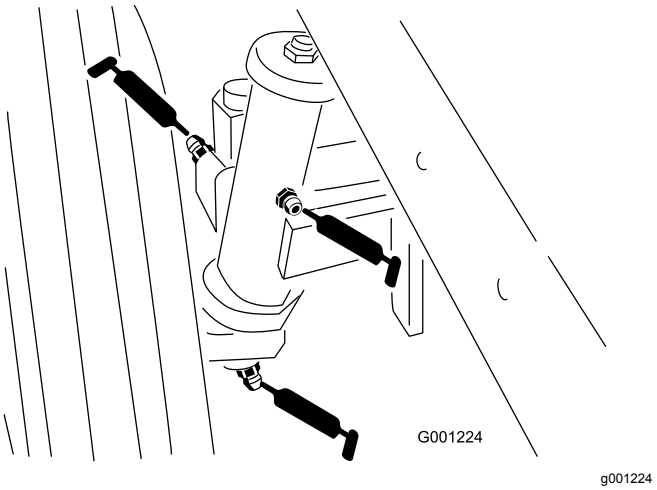

Figuur 38
- Lagerbussen van achterwielas (Figuur 38)